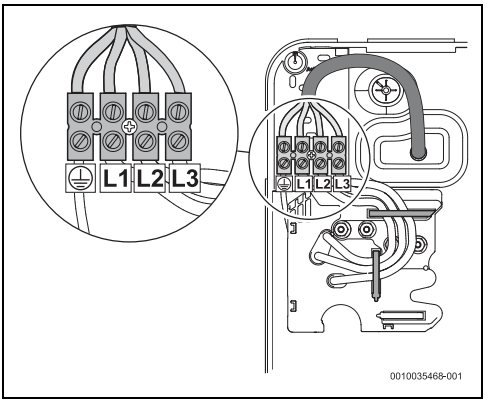

Fig. 42 Raccord supérieur
- Raccordement supérieur (fig. 42)